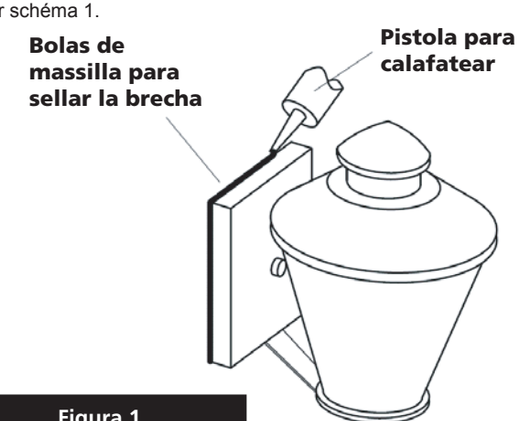

Figura 1
3. Para montar aparato, deslice los dos tornillos de montaje **(B)** a través de los dos agujeros de montaje **(D)** en la placa trasera **(E)** - **Véase la Figura 1.**
1. Conecte el cable de alimentación positive **(A)** (normalmente negro o la cara lisa, sin marcas del cable de dos conductores) de plomo accesorio positivo **(B)** con un giro de tamaño adecuado en el conector – **Véase la Figura 1 y 2.**
Para conectar a tierra en un sistema eléctrico de 3 hilos, fije el cable de tierra del artefacto **(E)** (generalmente de cobre o verde recubierto de plástico) a la brida de montaje accesorio **(M)** con el tornillo de tierra **(S)** – **Véase la Figura 1.**